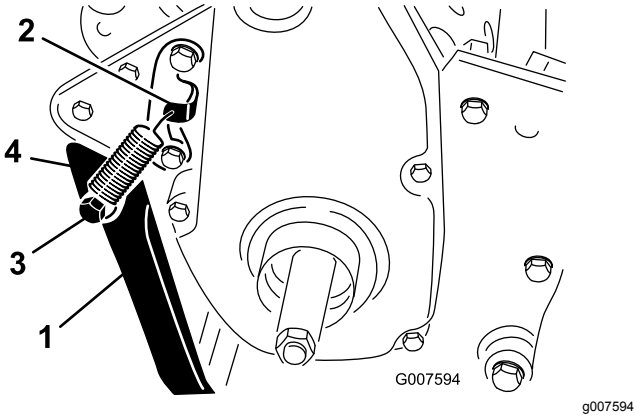

Figuur 8
recht voor de montageopeningen in het achterframe houdt (Figuur 8).
3. Bevestig de kickstandaard aan beide zijden van het frame met een bout, borgring, afstandsstuk, platte ring en borgmoer (Figuur 8)